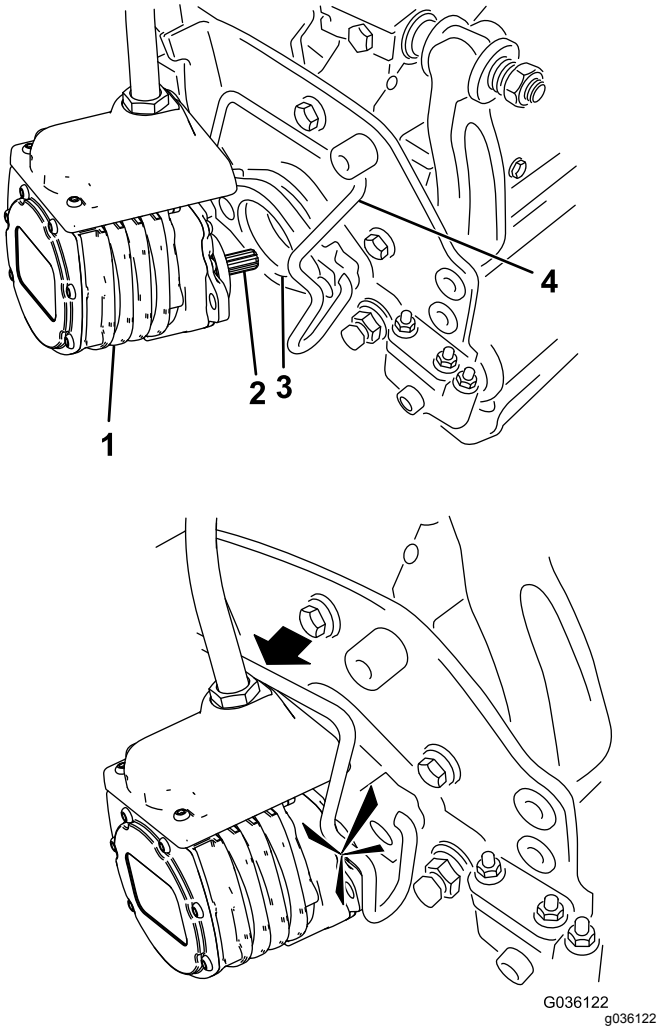

Figuur 33
6. Smeer schoon vet op de sleufas van de motor van het maaidek (Figuur 33).
7. Steek de motor in de linkerkant van het maaidek (gezien vanuit de bestuurdersstoel) en trek de motorbevestigingsstang op het maaidek in de richting van de motor totdat u aan beide kanten een klik hoort (Figuur 33).